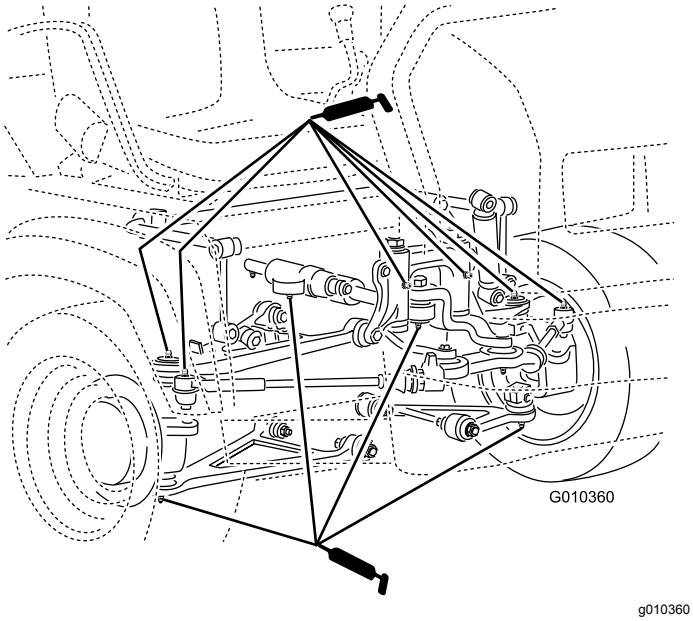

Rysunek 29
- **Przeguby kulowe (4)**; patrz Rysunek 29
- **Drążki kierownicze (2)**; patrz Rysunek 29
- **Mocowania osi obrotu (2)**; patrz Rysunek 29
- **Siłownik układu kierowniczego (2)**; patrz Rysunek 29